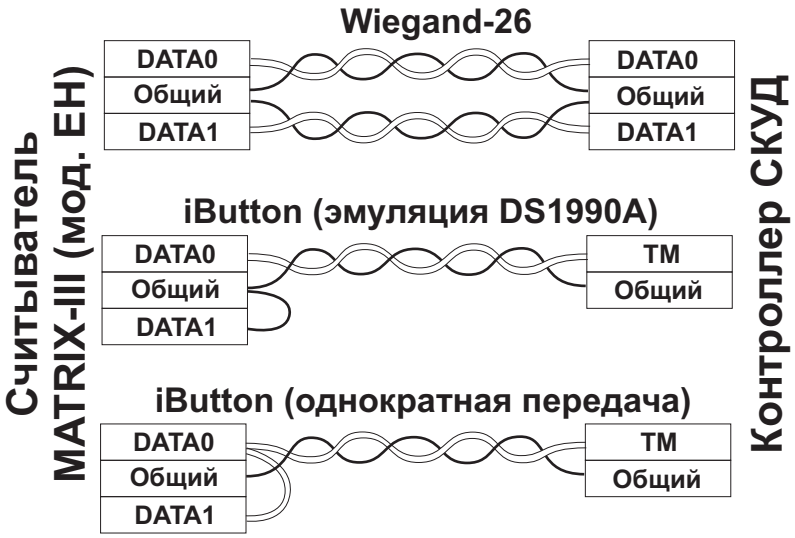

Рис.1 *Выбор протокола передачи.*
- при подключении по Wiegand-26 первая витая пара подключается между GND и DATA0, а вторая витая пара подключается между GND и DATA1 (см.рис.1).